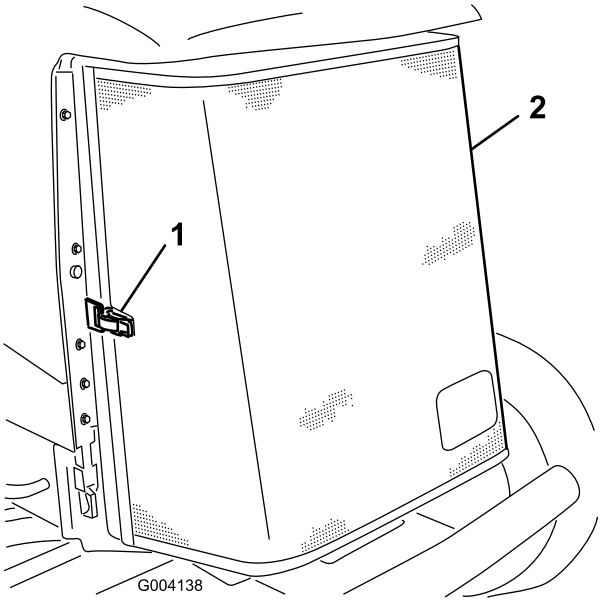

Figur 68
3. Lås klemmen op, og drej kølergitteret for at åbne det (Figur 68).